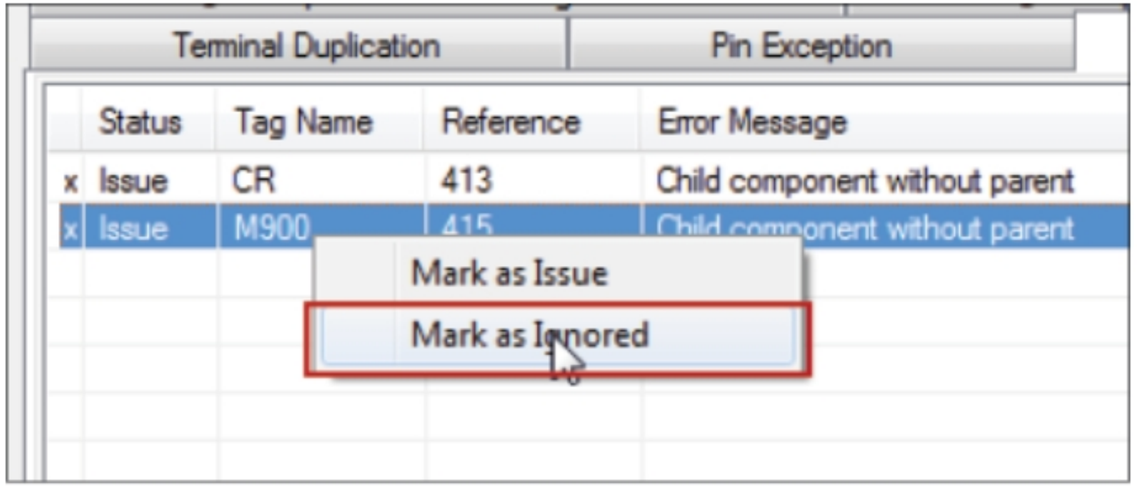

Figure-26. Mark as Ignored option
- If you have intentionally left the wire unconnected or child component without parent component or similar issues then you right-click on the error message in the table and select **Mark as Ignored** option; refer to Figure-26.